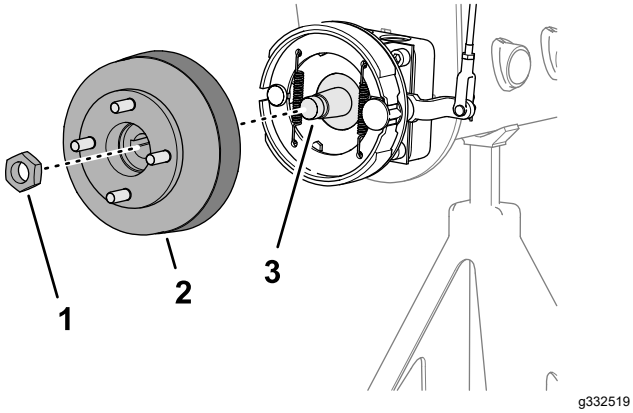
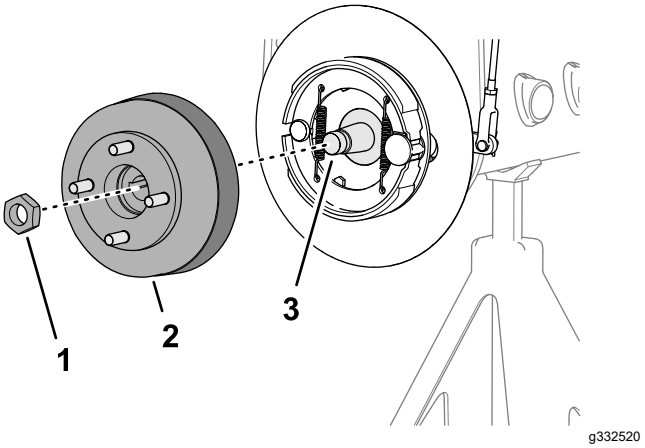

Rysunek 74
Rysunek 75
3. Zamontuj piastę koła i bęben hamulcowy na wale silnika koła (Rysunek 74 lub Rysunek 75).
4. Zamocuj piastę koła do wału za pomocą nakrętki zabezpieczającej (Rysunek 74 lub Rysunek 75) dokręconej palcami.